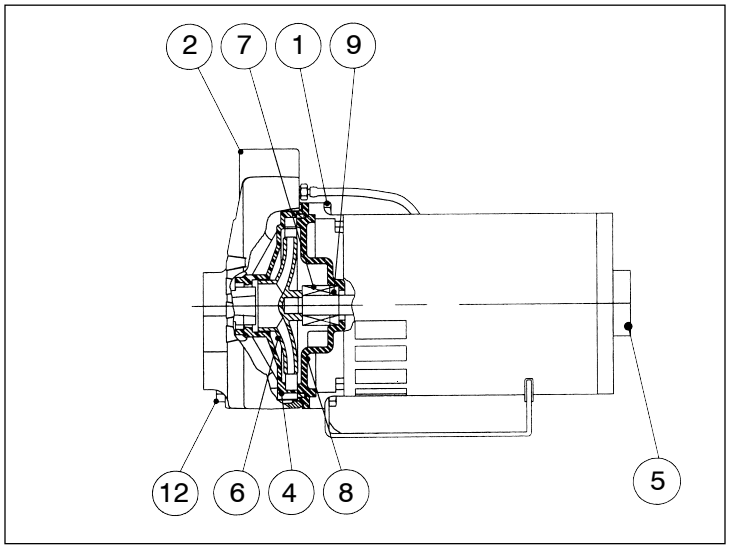

Fig. 4
b) Reemplazo del sello mecánico: (Ver Fig. 4)